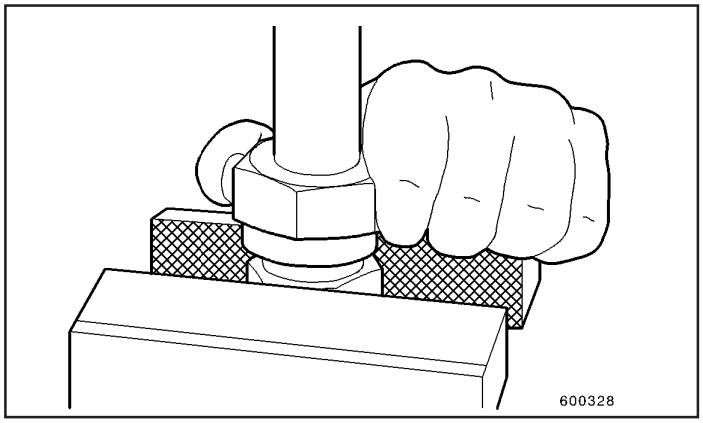

Fig.8
5. Aperte a porca de união manualmente até que perceba resistência (Fig. 8). A anilha de corte deve ficar firmemente posicionada entre a porca de união e o cone interno do corpo da conexão.